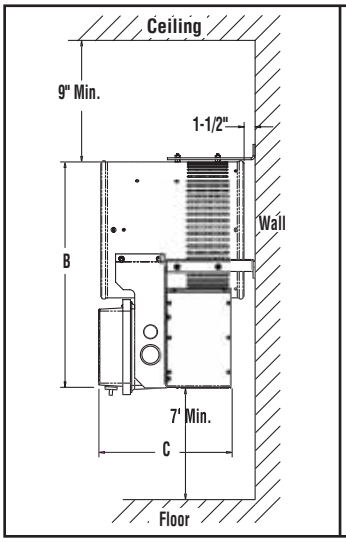

Figure 1
6. **Keep at least 5' clearance in front of the heater. Refer to Figure 1 for side, top and back clearance requirements.**
B. For ceiling heights of 12 feet or less, maximum mounting height is determined by use of the mounting bracket offered for these heaters. Minimum spacing to ceiling is 9". (See Figure 1.)
C. In either case the minimum mounting height is 7 feet from floor to bottom of heater. (Figure 1)
2. Spacing to adjacent walls (See Figure 1).